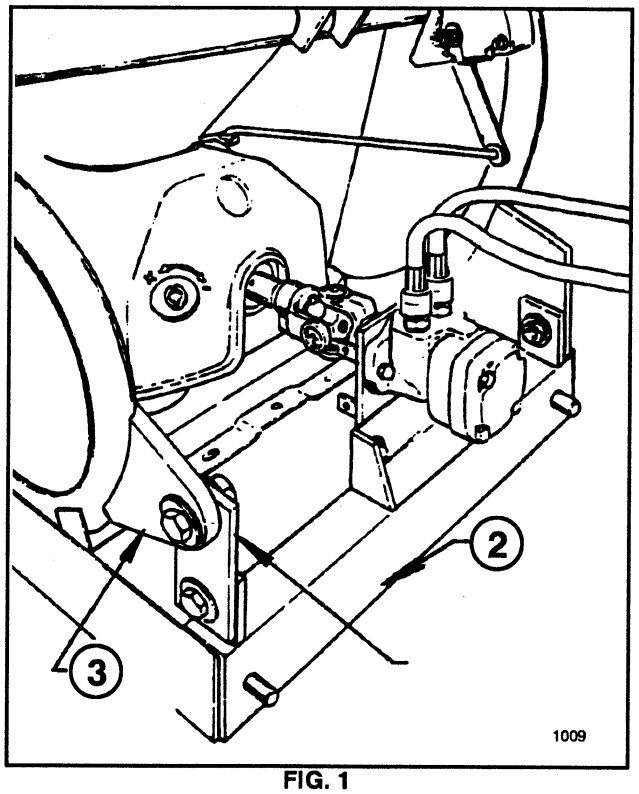

FIG. 1
3. Install the Spreader Unit onto the Spreader Frame Assembly. Align the 3-point hitch lugs with the Adjusting Lugs as shown in FIG. 1 and secure with two 5/8 x 2-1/2" cap screws, washers and hex nuts. DO NOT TIGHTEN FASTENERS.